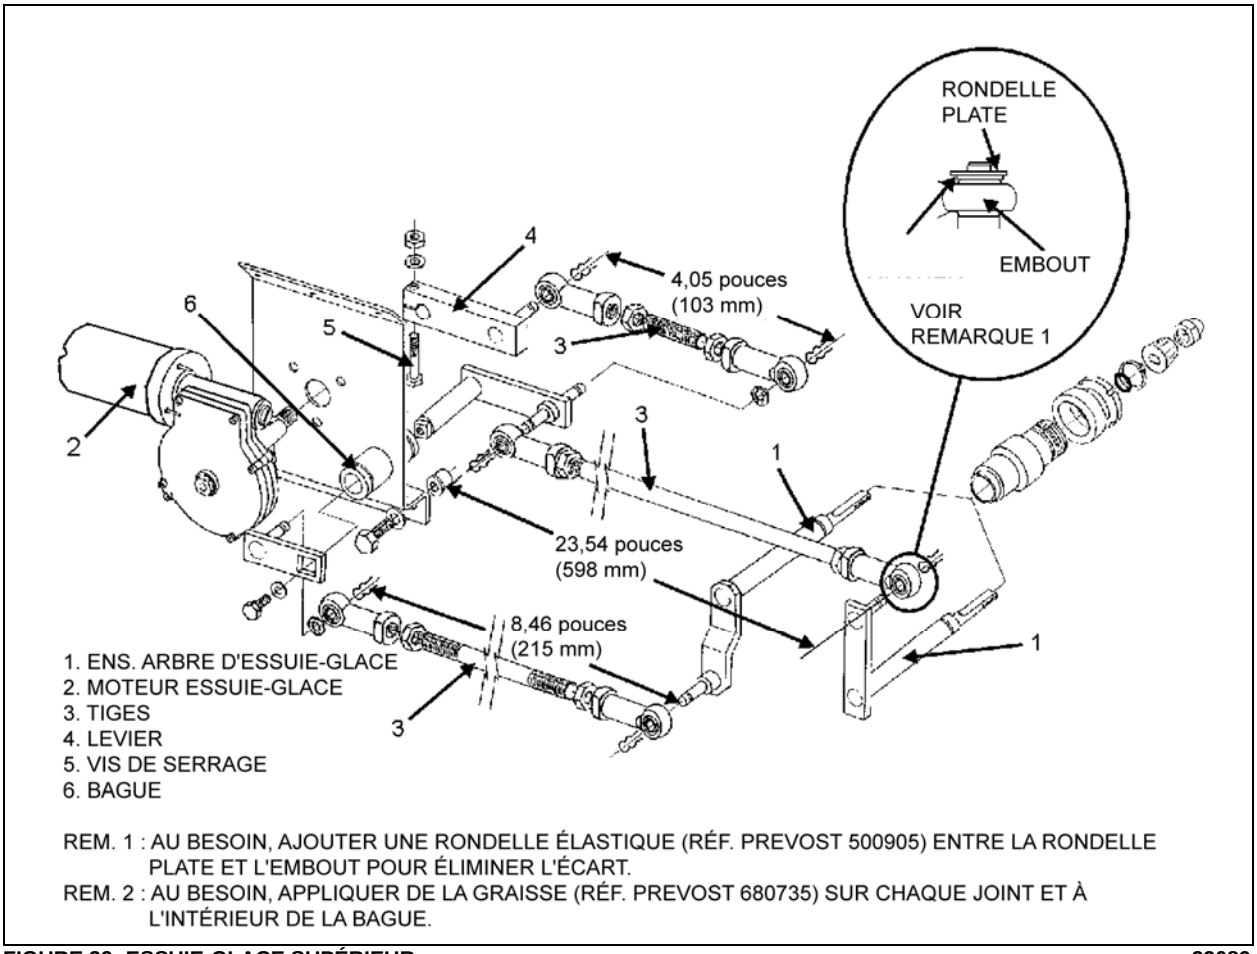

FIGURE 39: ESSUIE-GLACE SUPÉRIEUR **23089**
7. Desserrer le boulon qui fixe le levier à l'extrémité de l'arbre d'entraînement du moteur (Figure 39).